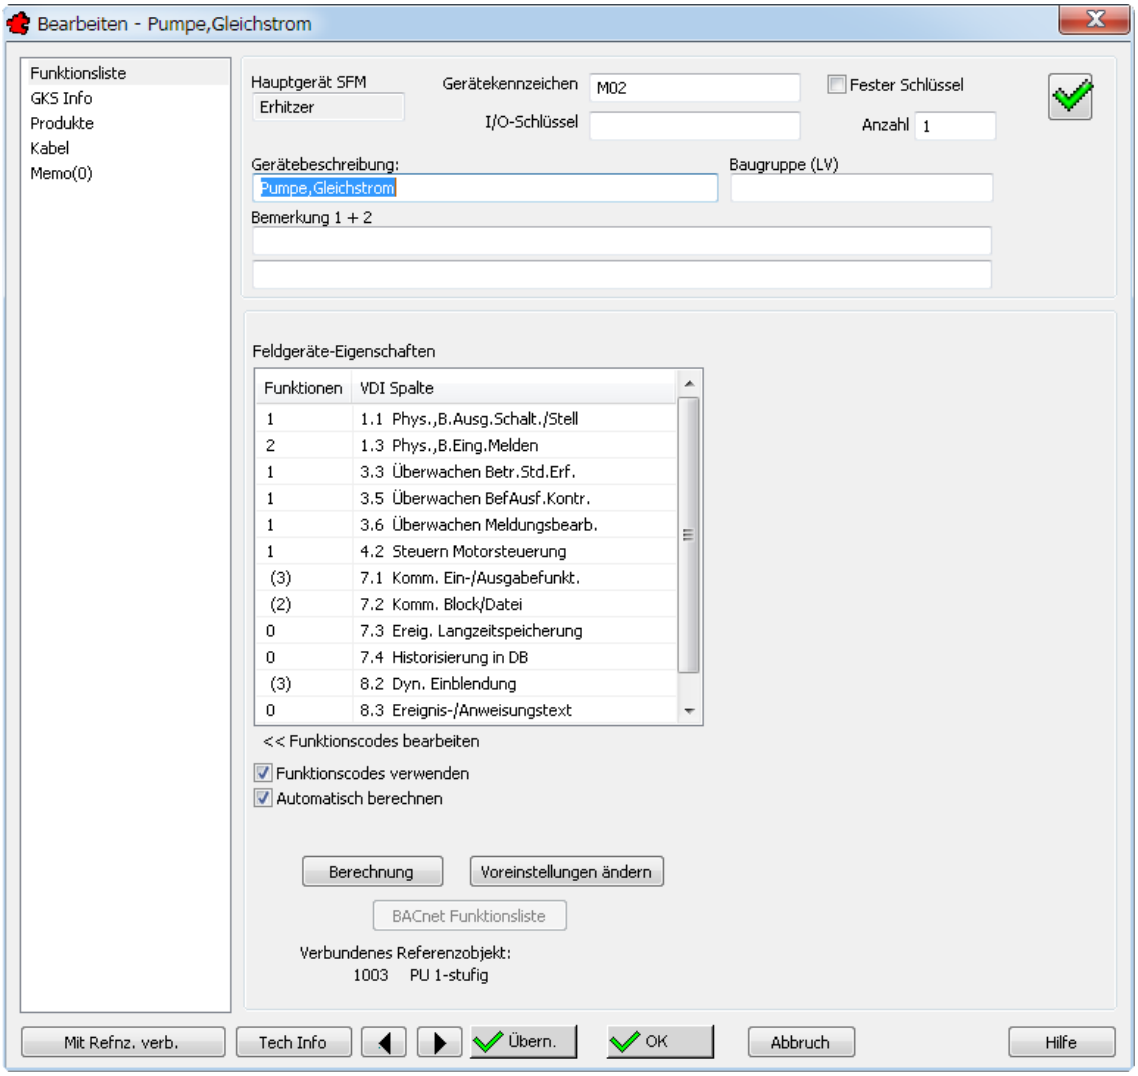

Bild 29.3 – Die Dialogbox *Bearbeiten* für Feldgeräte
- Öffnen Sie im oben genannten Automationsschema *Mit Artikel* die Pumpe *M02* des Vorerhitzers. Die Dialogbox *Bearbeiten - <Gerätebeschreibung>* wird geöffnet (Abb. 29.3).